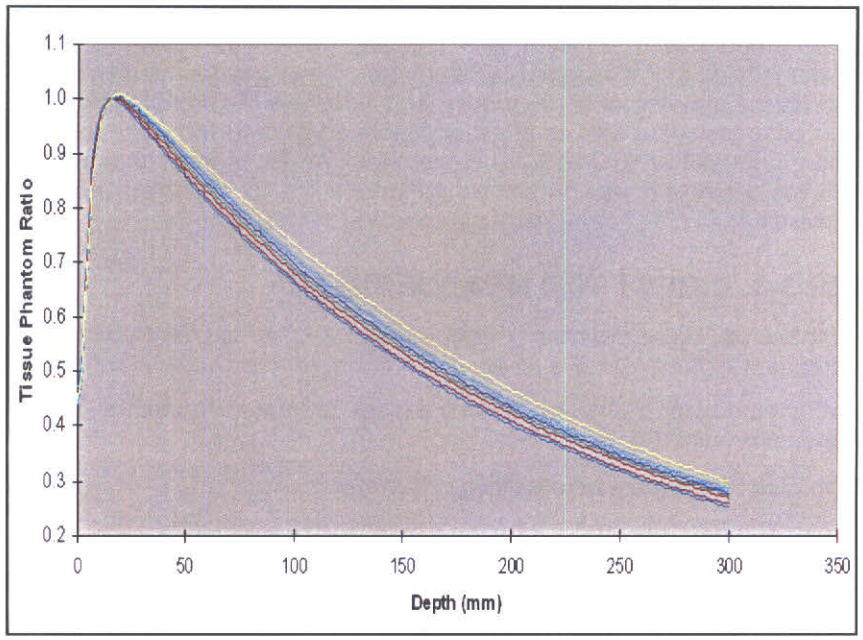

**Figure 3-6: *SAMPLE* TPR plots, normalized to 15 mm depth**
**23.** Process the data normalized to 15 mm depth for each scan. TPR for any collimator is relative to the measurement at the reference depth (15 mm) (*Figure 3-6: SAMPLE TPR plots, normalized to 15 mm depth, page 10*). Therefore, the TPR at 15 mm depth is 1.0 by definition for each collimator. There will be 301 data points per collimator. Refer to the ASCII Sample TPR Data Table (*Figure 3-7 SAMPLE ASCII TPR table , page 10*).